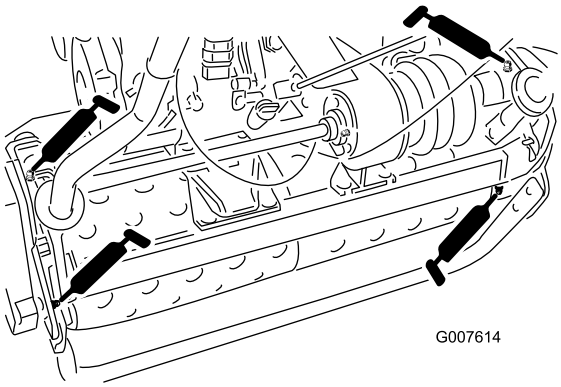

Figur 15
- 2 på tromleakslerne (Figur 15)
- 3 på differentialet (Figur 15)